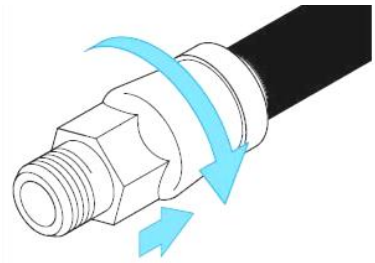

Bild 3
4. Rohr vollständig bis zum Anschlag einschieben (siehe Bild 3)